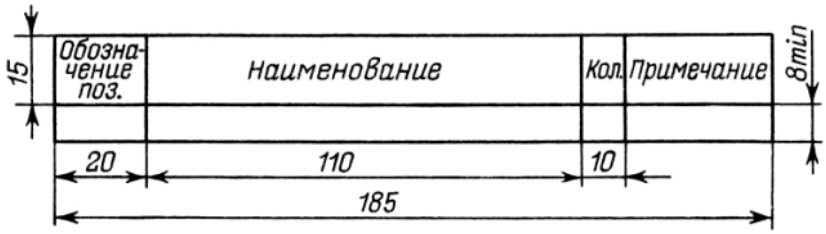

Рис. 6. Форма таблицы для перечня основных составных частей и элементов технологической схемы
– над основной надписью на расстоянии не менее 12 мм в виде таблицы, заполняемой сверху вниз, по форме, показанной на рис. 6, приводится перечень основных составных частей и элементов схемы;